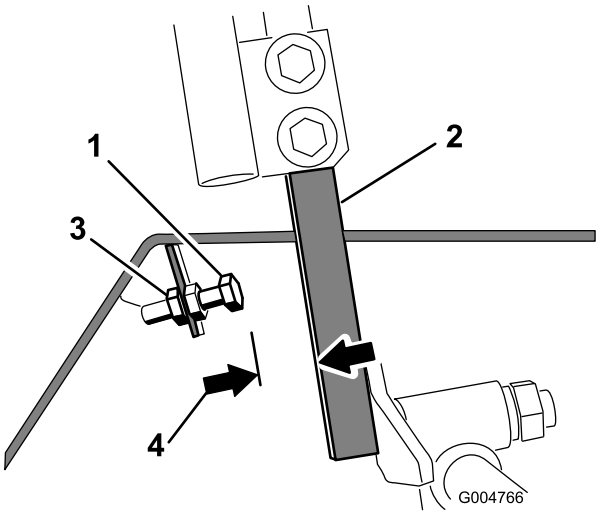

Rysunek 60
4. Odkręć przeciwnakrętkę na śrubie ogranicznika jednej z dźwigni kierowania(Rysunek 60).